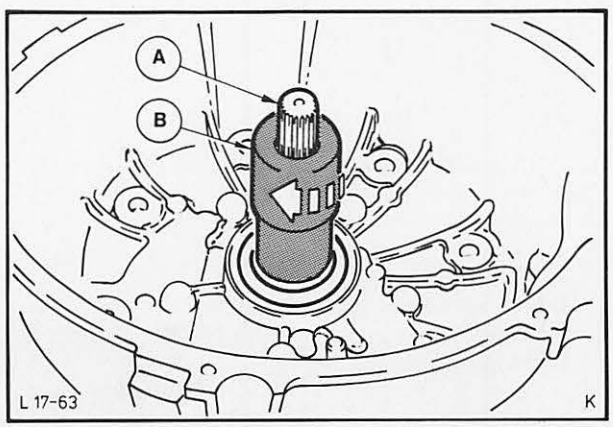

Abb. 94 Wandlergehäuse – Ölpumpe mit Führungsdorn zentrieren
47. Schrauben (5) der Ölpumpenbefestigung zunächst fingerfest beidrehen und Werkzeug 17-009-01 so weit einsetzen, bis der Zapfen in die Ölpumpe eingreift. Antriebswelle in die Ölpumpe einführen und Schrauben leicht anziehen. Anschließend Werkzeug mit Pumpenrad im Uhrzeigersinn drehen und auf absolute Freigängigkeit prüfen. Abb. 94.